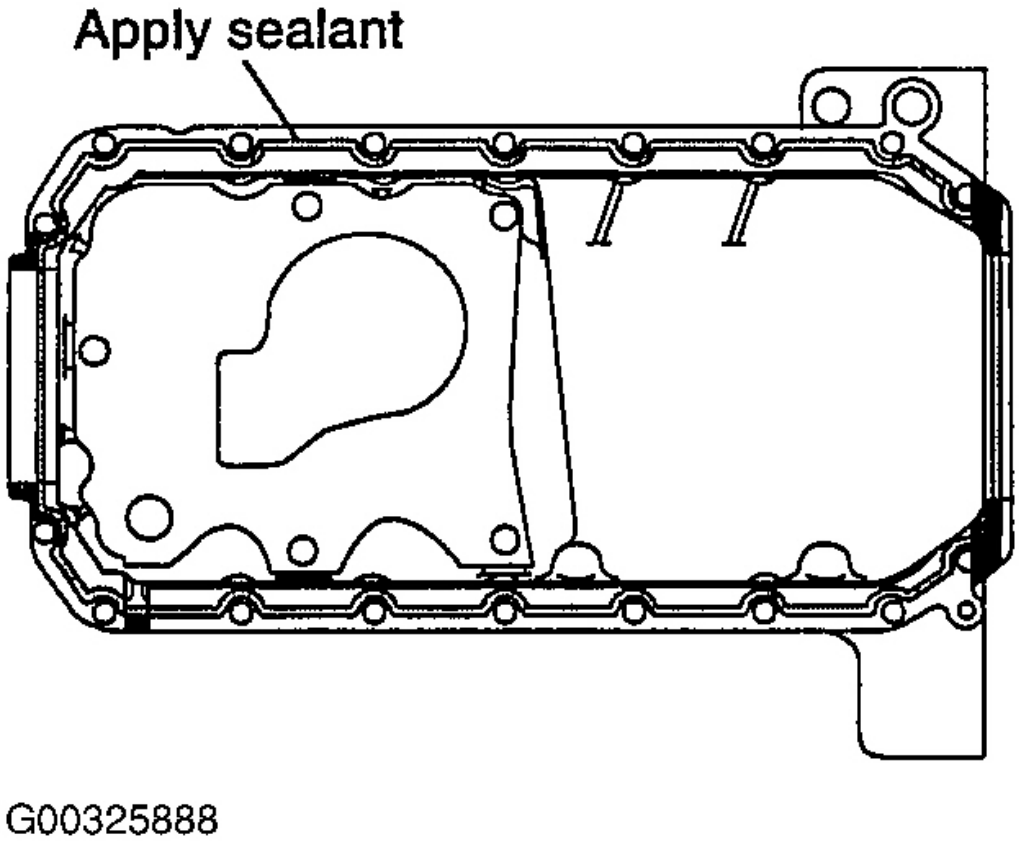

Fig. 125: La aplicación de la cazoleta del aceite sellador
1. Aplique sellador continuo para el apareamiento superficie como ilustración se muestra. Ver **La Fig. 125** . Tipo de sellador: